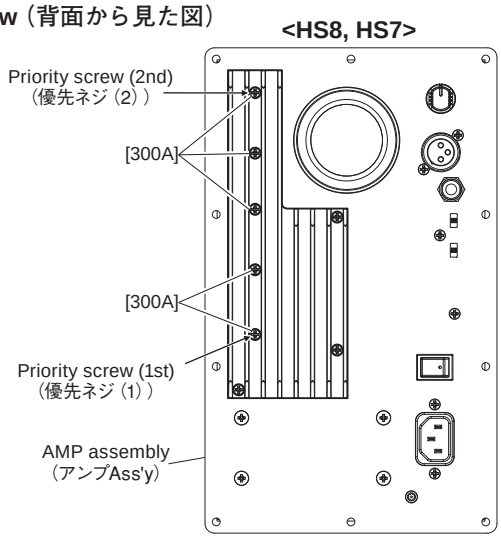

Fig. 5-1（図5-1）
Remove the five (5) screws marked [300A]. The AMP circuit board can then be removed together with the heatsink 8B. (Fig. 5-1)
* ***When installing the AMP circuit board with the heatsink 8B, first tighten the two (2) priority screws in order as shown in Fig. 5-1.***
［300A］のネジ 5 本を外し、ヒートシンク 8B と共に AMP シートを取り外します。(図 5-1)
※ **ヒートシンク 8B 付き AMP シートを取り付けるときには、優先ネジ 2 本を図に示す順で先に締めてください。(図 5-1)**